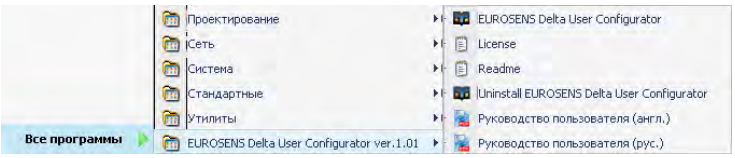

Рис.16
1) выбрать в кнопке **"Пуск"** и меню **"Программы"** операционной системы из подменю **"EUROSENS Delta User Configurator ver. X.X"** пункт **"Uninstall EUROSENS Delta User Configurator"** (рис.16).